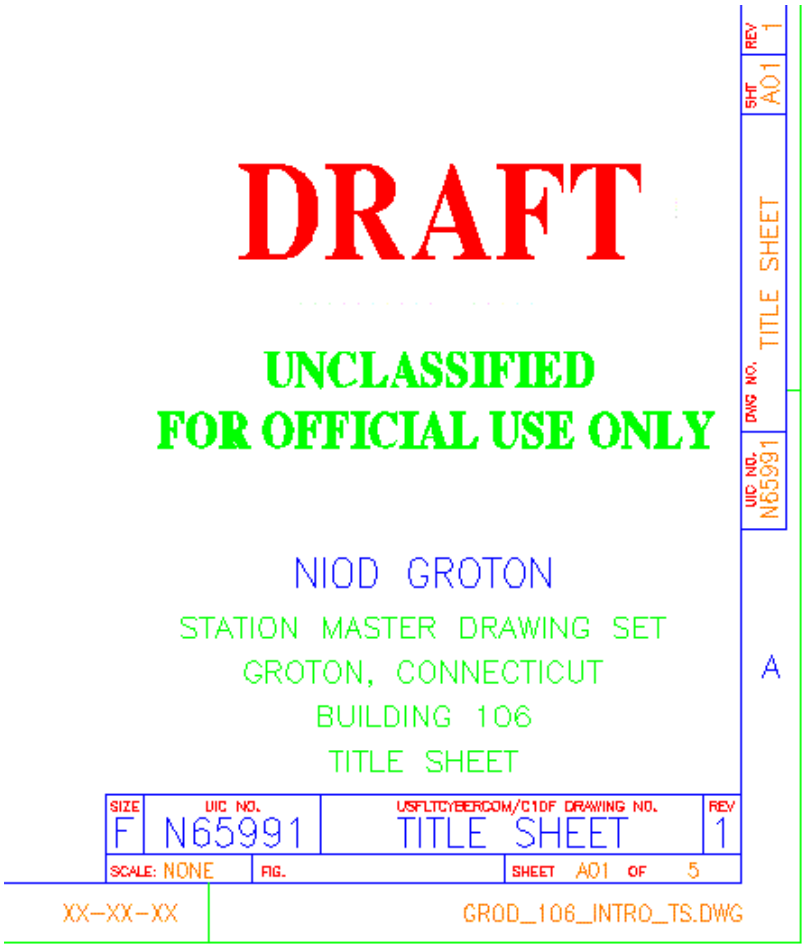

Figure 3-2 - Typical Sheet Title Block
a. A drawing title should be brief and simple. It should describe the drawing and distinguish itself from similar drawings. See Figure 3-2.